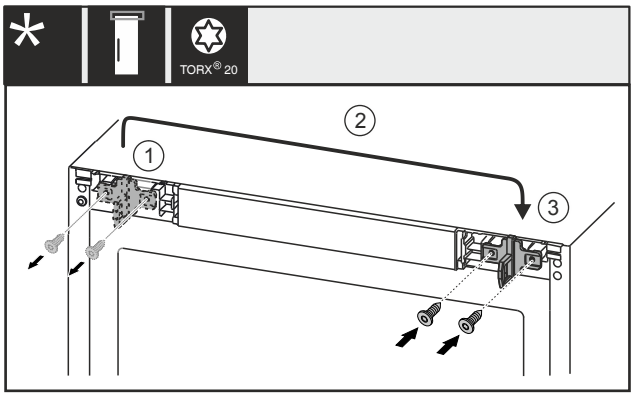

*Fig. 26 带电气锁**
▶ 用螺丝刀旋出螺钉 *Fig. 26 (1)*。*
▶ 将锁钩 *Fig. 26 (2)*调换到对面。*
▶ 用螺丝刀放上并旋紧螺钉 *Fig. 26 (3)*。*